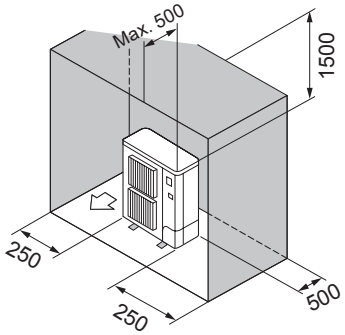

Abb. 2-12
(6) Hindernisse nur auf der Rückseite, beiden Seiten und der Oberseite (Abb. 2-12)